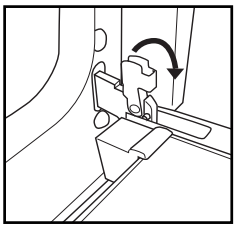

Fig. 1
2. Løft de to låse på hængslerne, og skub dem fremad så langt som muligt (fig. 1).